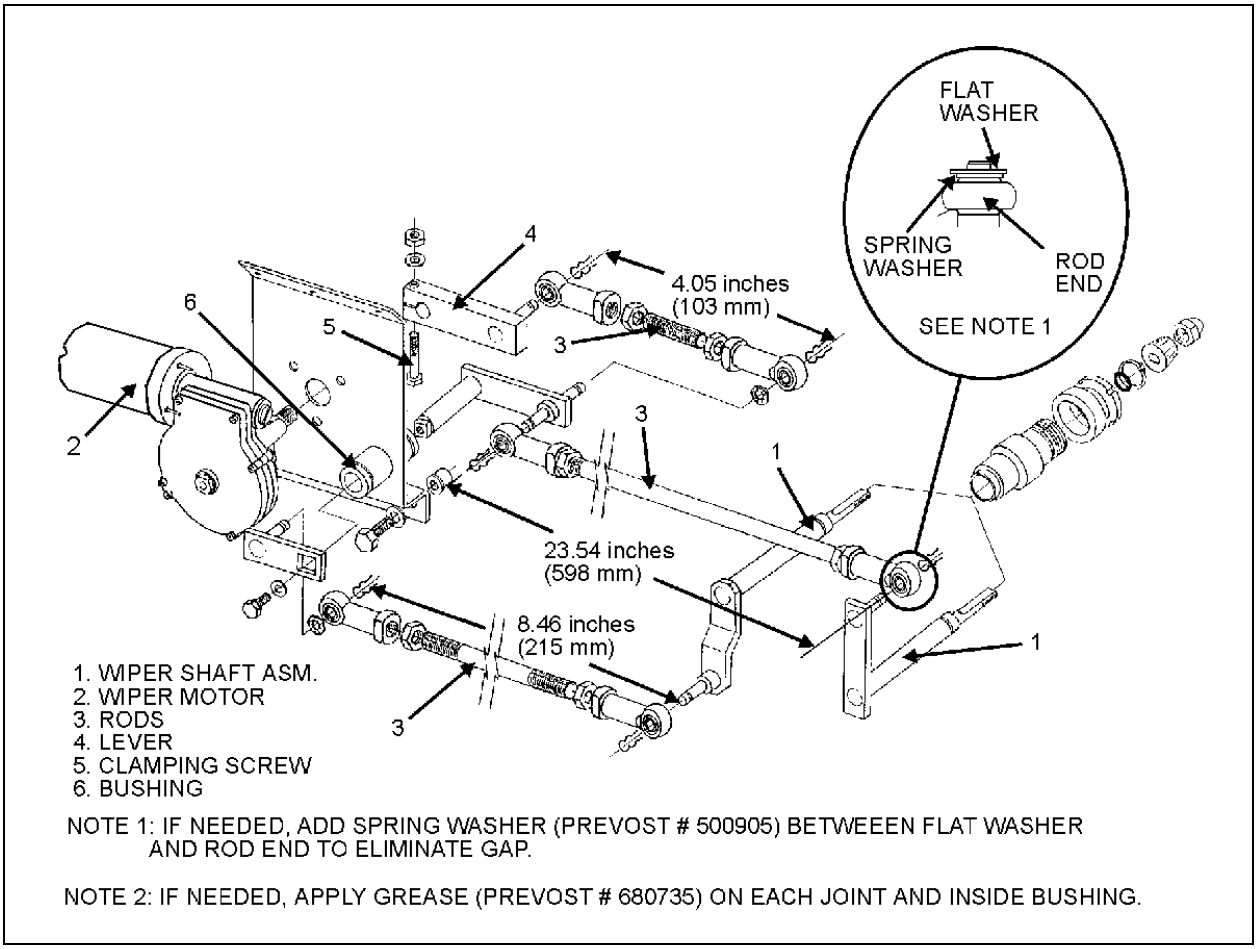

FIGURE 36: UPPER WINDSHIELD WIPER INSTALLATION 23089
2. Adjust rods length (Fig. 36).
7. Loosen the bolt retaining the lever at the end of the motor driving shaft (Fig. 36).